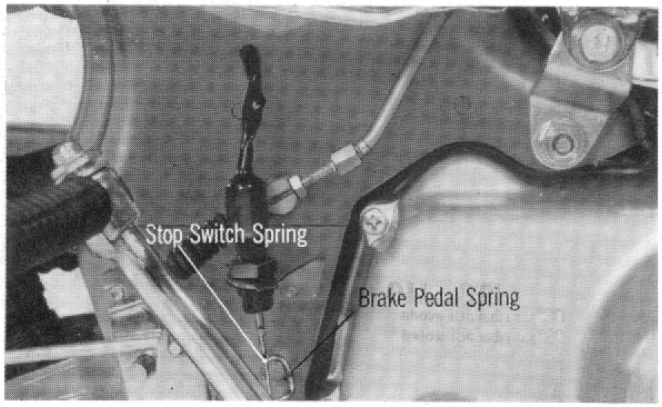

Fig. 91
(1) Remove the exhaust pipe and the muffler.
(2) Remove the brake rod from the brake arm by loosening the brake adjusting nut, then hook off the brake pedal spring and stop switch spring. (Fig. 91)
(3) Remove the drive chain cover.
(4) Disconnect the rear brake cable from the rear brake arm.